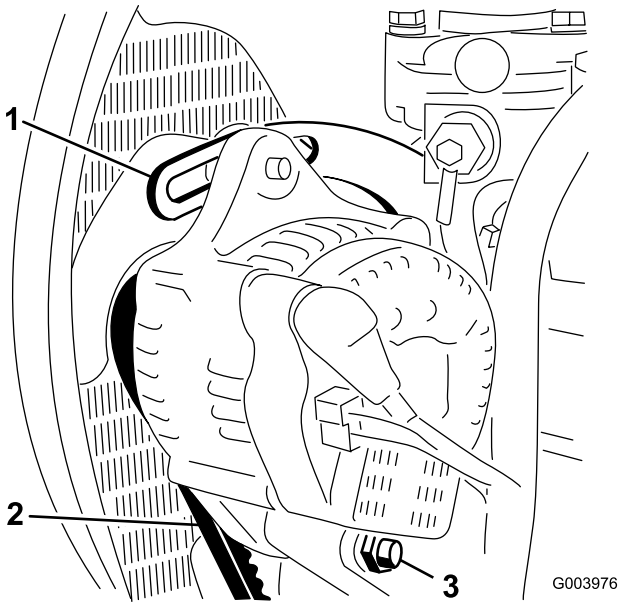

**Figuur 67**
2. Controleer de spanning van de riem van de wisselstroomdynamo door deze (Figuur 67) midden tussen de poelies van de wisselstroomdynamo en de krukas in te drukken met een kracht van 10 kg.
3. Draai de bout los waarmee de beugel is bevestigd aan de motor (Figuur 67), alsmede de bout waarmee de wisselstroomdynamo is bevestigd aan de beugel en de ankerbout.